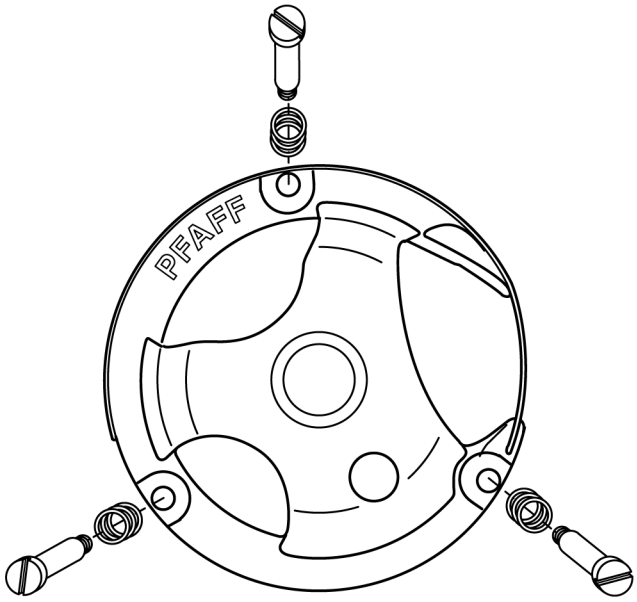

Рис. 69
- Выверните сзади три винта с пружинками (рис.69).
- Закрепите сзади скобу челнока тремя винтами с пружинками (рис. 69).